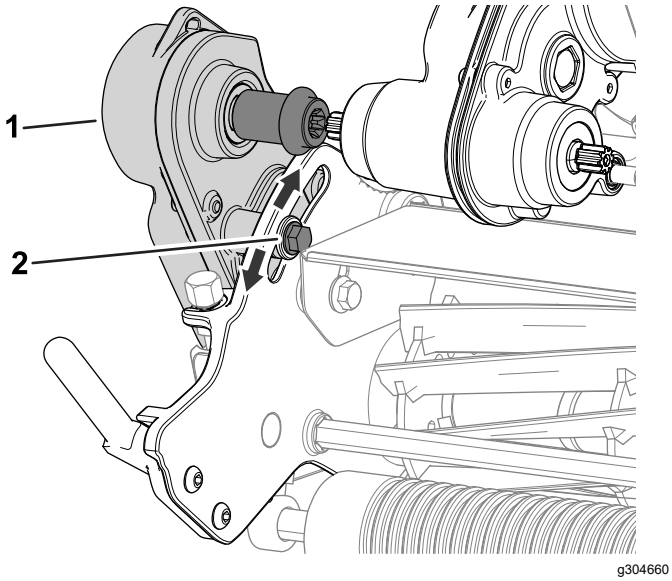

Rysunek 48
1. Poluzuj śrubę pokazaną na Rysunek 48.